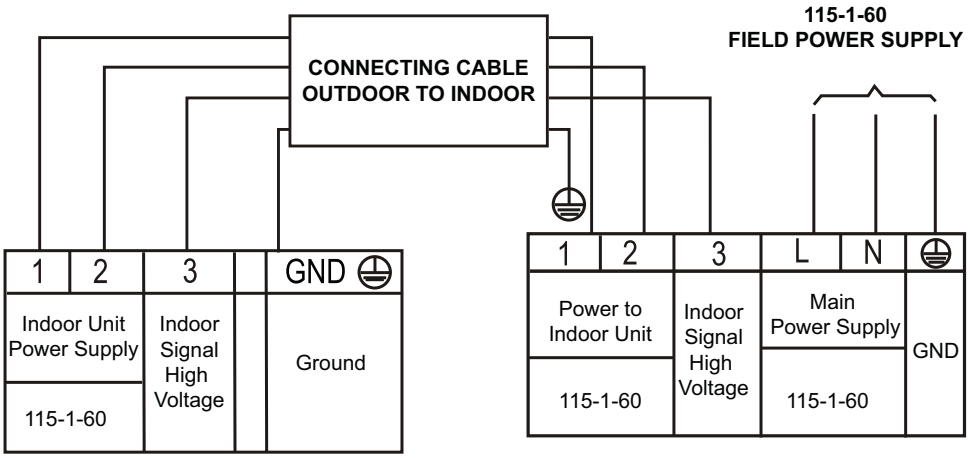

Fig. 3 —Connection Diagram Sizes 09K - 12K (115V)
2. All connections between the indoor and outdoor units must adhere to the connections shown in figures 3 and 4. The connections are polarity sensitive and improper wiring will result in a fault code.